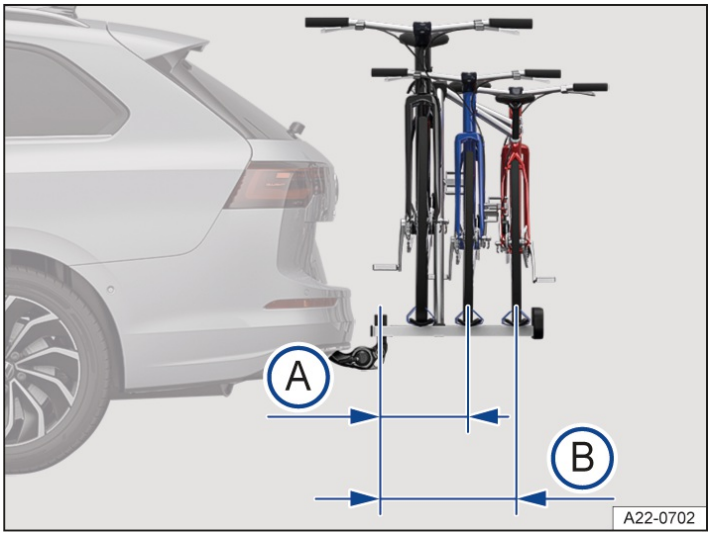

Fig. 2 General example of the maximum overhang on one bicycle rack for two or three bicycles.
On bicycle rack systems with two bicycles, the maximum overhang must not exceed 500 mm (approx. 19.7 inches) from the center of the ball mount to the center of the bar on the last bicycle rack → *fig. 2* (A). On bicycle rack systems with three bicycles, it must not exceed 700 mm (approx. 27.6 inches) → *fig. 2* (B).